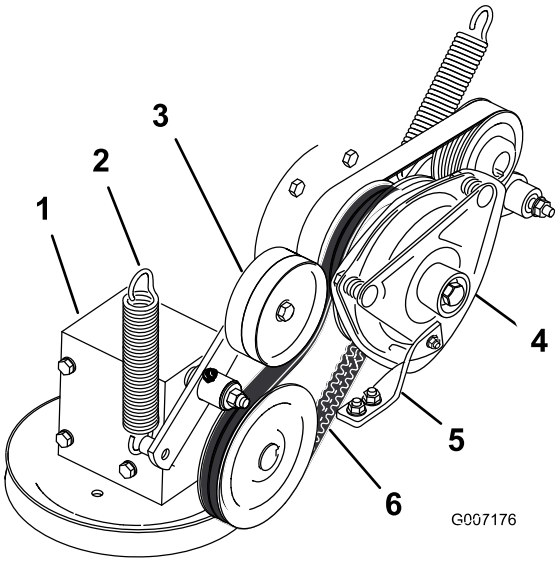

Figur 73
4. Demontera fjädern på remskivearmen (Figur 73).
7. Montera den nya kraftuttagsdrivremmen runt kopplingsskivan och växellådsskivan (Figur 73).
9. Montera fjädern på remskivearmen (Figur 73).